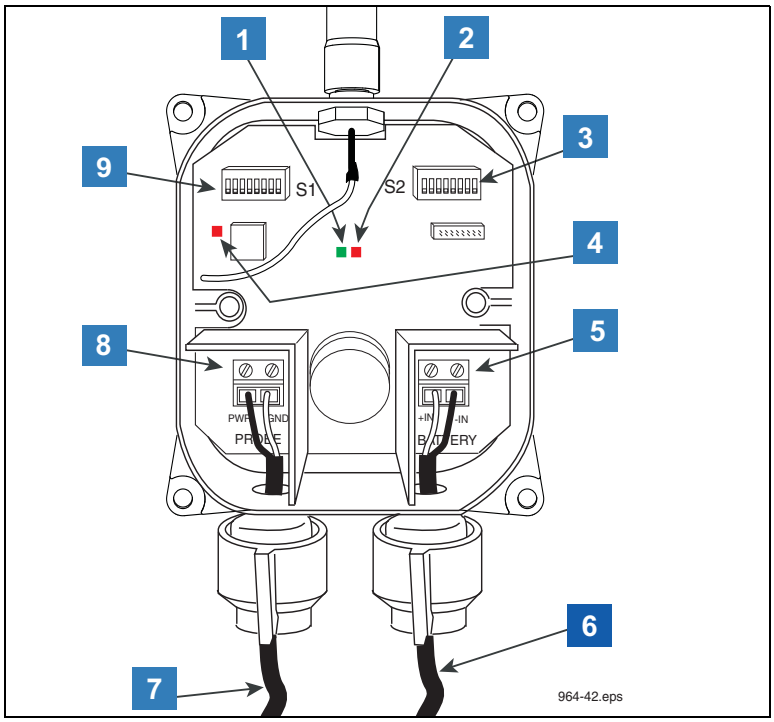

**Figure 18. Wiring The Transmitter**
5. All probe/sensor cables connect to the PROBE terminal block the SAME WAY - the white wire to the PWR terminal and the black wire to the GND terminal as shown in Figure 18.
8. Connect power cable wires to the BATTERY terminal block placing the white wire in the +IN terminal and the black wire in the –IN terminal as shown in Figure 18.
**LEGEND FOR NUMBERED BOXES IN Figure 18**